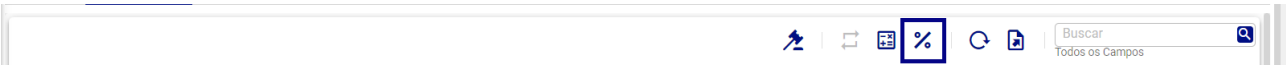

Figura 168: Cálculo por Percentual
– **Cálculo Por Percentual (Figura 168):** Esta operação recalcula todos os valores dos itens orçamentários com base no percentual cadastrado para cada item em relação ao valor do faturamento definido na tela de **Percentual por Item Operacional**.